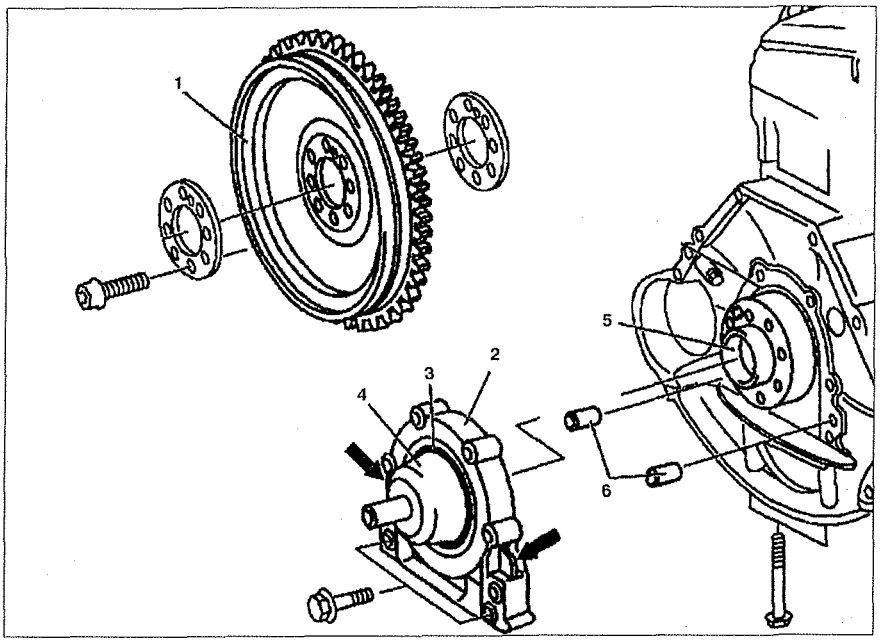

Рис. 5.33. Задний сальник коленчатого вала:
4. Снимите маховик/ведущий диск **1** (см.рис.5.33).